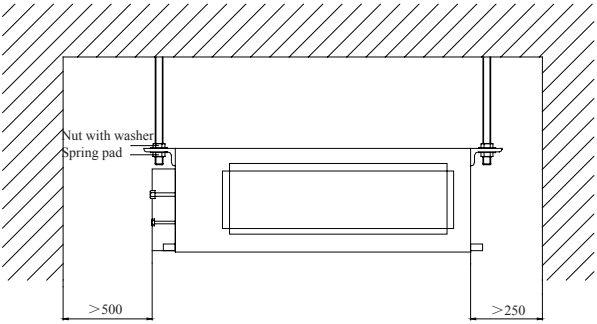

Fig. 2
4) Ensure the installation space shown in Fig.2 is left for the access to maintenance.